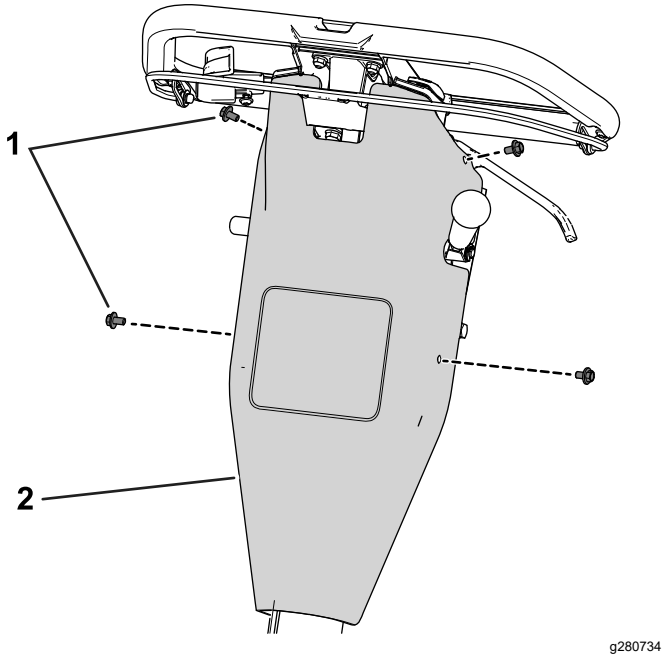

Figuur 41
B. Verwijder de kap van de bediening door de schroeven te verwijderen waarmee de kap van de bediening is bevestigd aan het achterpaneel (Figuur 41).